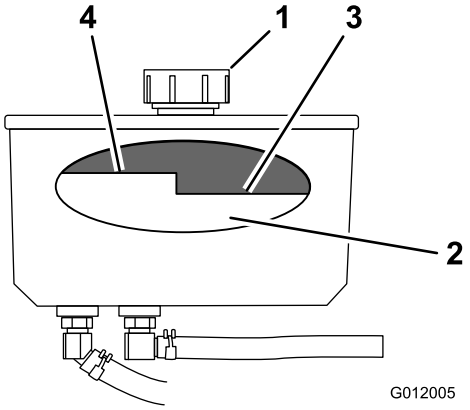

Figur 72
4. Rengjør rundt lokket og påfyllingshalsen på tanken for hydraulisk olje (Figur 72).
5. Ta lokket av påfyllingshalsen (Figur 72).
Merk: Oljenivået skal være under nivået ”hot” på skjermen når væsken er varm (Figur 72).